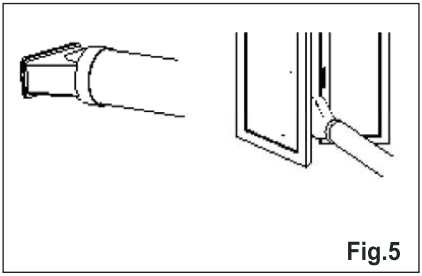

Fig.5
4. Affix the adaptor B into the window. (Fig. 5)